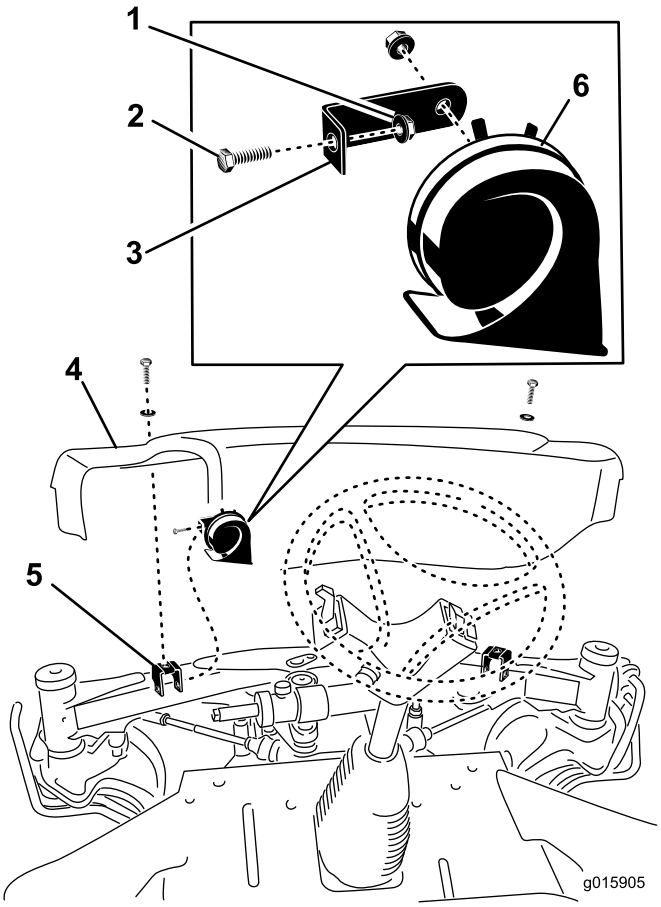

Figur 7
1. Fjern de (2) skruer og skiver, der fæstner fordækslet på forakslens beslag (Figur 7). Fjern fordækslet.
2. Monter hornbeslaget på det venstre dæksels monteringsbeslag med skruen på 5/16 x 3/4 tomme og flangehovedmøtrikken på 5/16 tomme (Figur 7).
4. Når ledningsnettet er blevet sluttet til hornet, skal fordækslet monteres på foraksen med de (2) skruer, der blev fjernet tidligere.